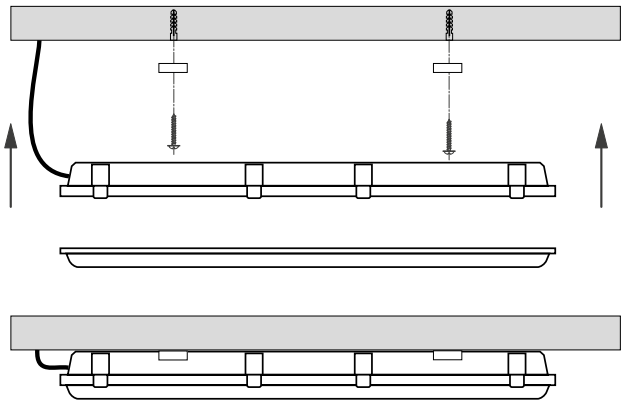

Рис. 3. Установка и подключение светильника накладным способом
- Для накладного монтажа выберите место установки. Выполните разметку под скобы для светильника и закрепите их дюбель-гвоздями (рис. 3).